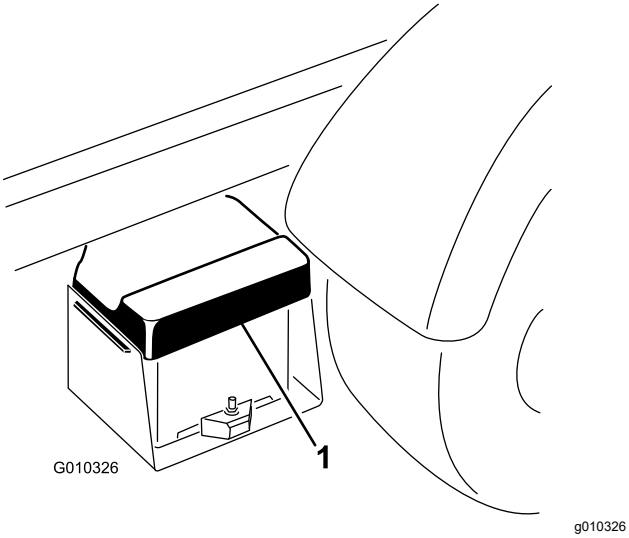

**図 42**
1. バッテリーカバーをたわめて、タブをバッテリーベースから外し、カバーをバッテリーから取り外す図 42 。